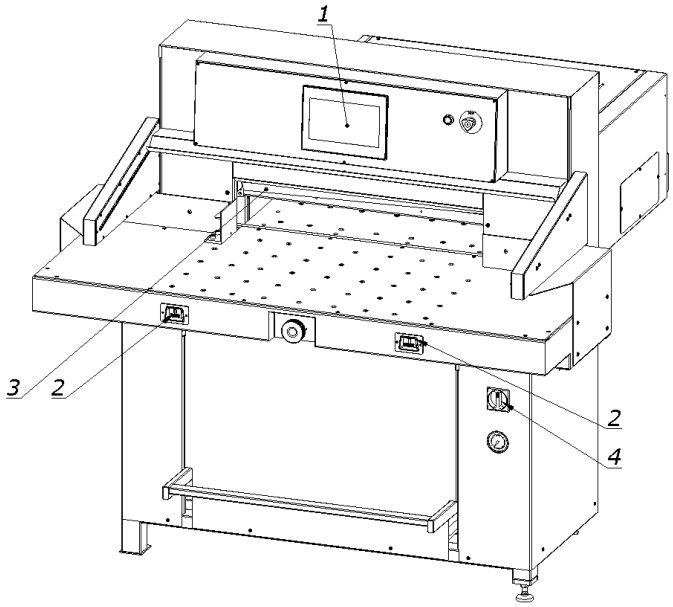

Figure 21.
1. Select the “Knife replacement” function on screen 1 of the touchscreen (Fig. 21) (*“Programming Manual”*).
2. Press cutting buttons 2  simultaneously (Fig. 21) to start the cutting cycle. Knife 3 will stop in the lower position.